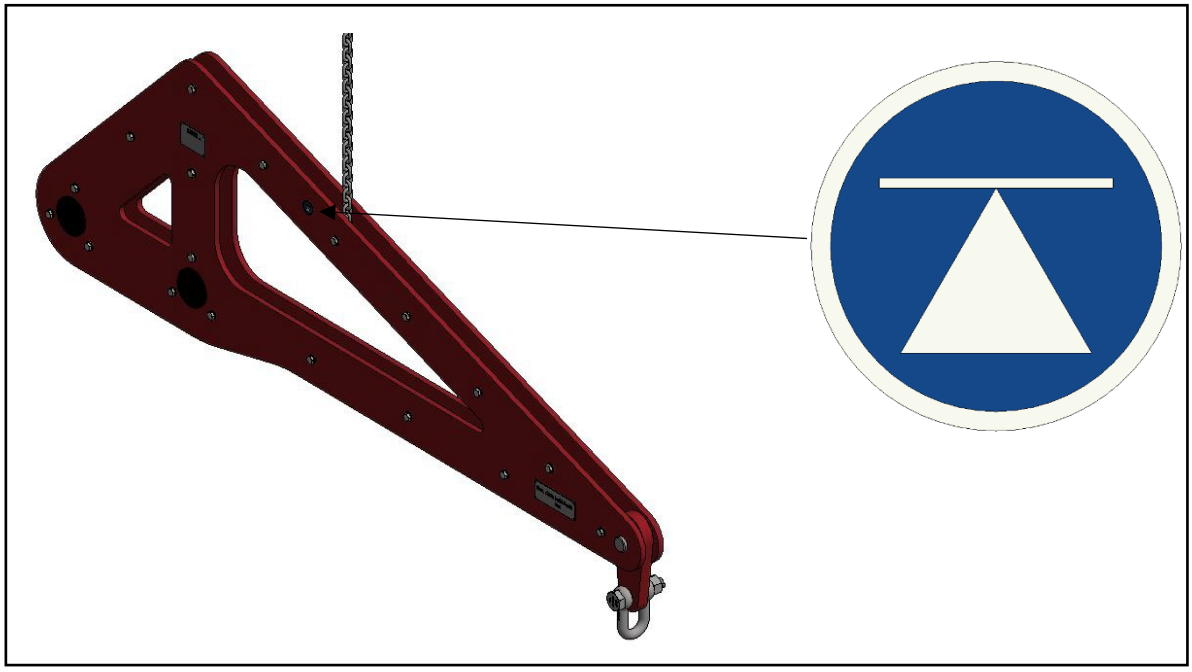

Figure 2
The centre of gravity of the lifting bridge is indicated with a sticker. (figure 2).
- Lift the lifting bridge at the traverse (figure 2) and mount it on top of the riser / heel.